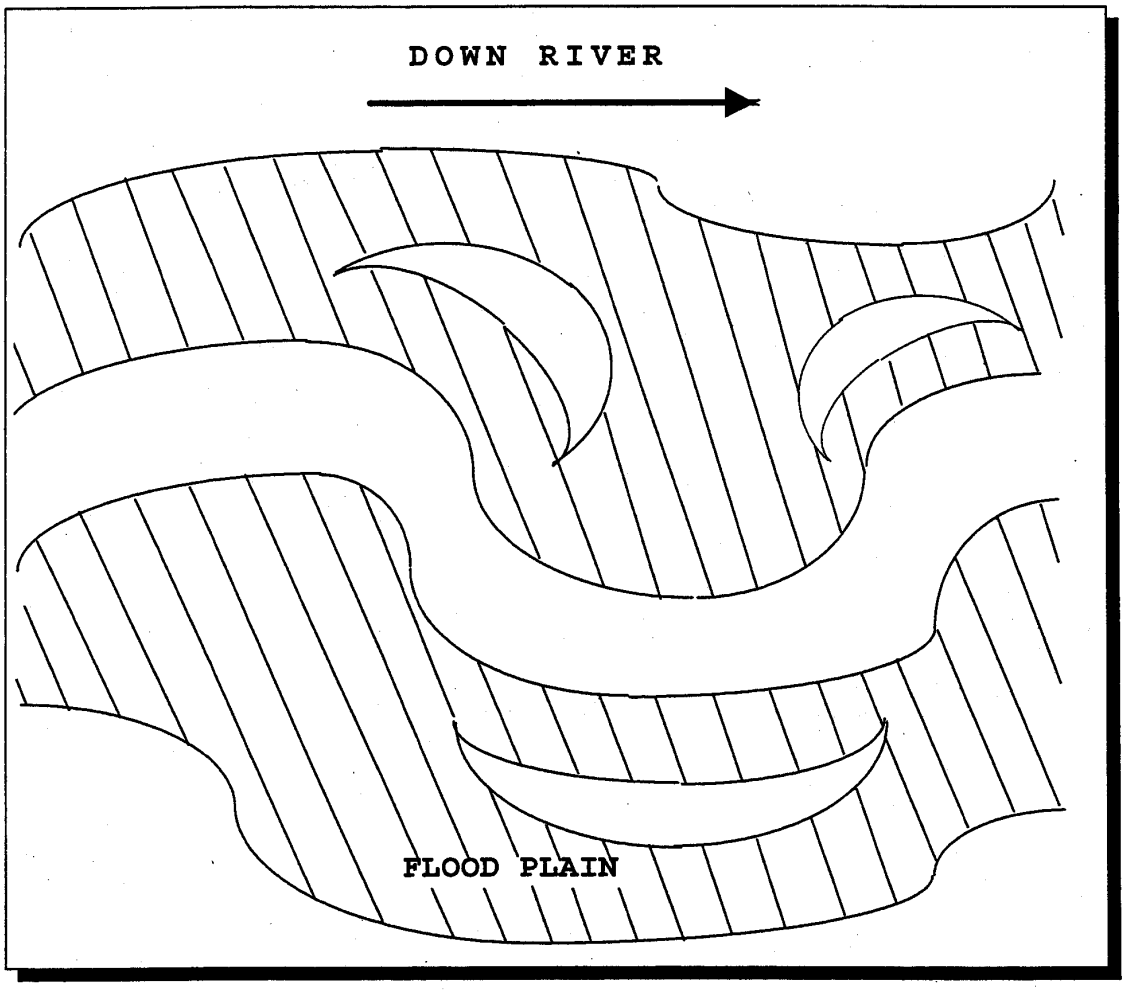

Figure 2
(5) In that part of the middle sector where meandering occurs, navigation problems are greatly simplified by relatively regular and predictable characteristics of the main channel. At low to average river stages, the location of maximum current is predictable and changes occur gradually (see figure 2).